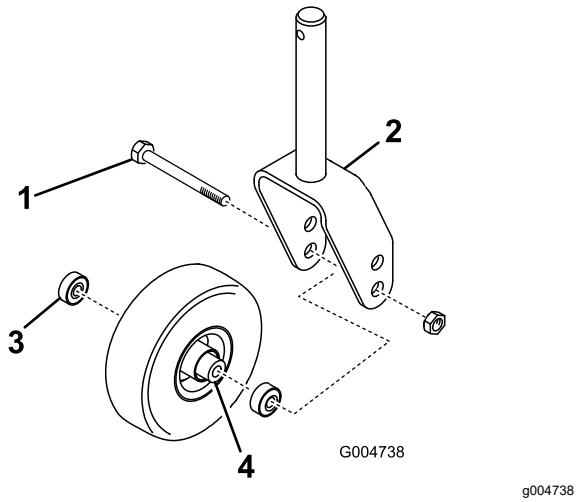

Figure 23
2. Enlevez le contre-écrou du boulon qui fixe la roue pivotante à la chape (Figure 23). Maintenez la roue pivotante et sortez le boulon de la fourche ou du bras pivotant.
3. Enlevez le roulement du moyeu de la roue et laissez tomber la douille d'écartement à l'extérieur (Figure 23). Enlevez le roulement de l'autre côté du moyeu.